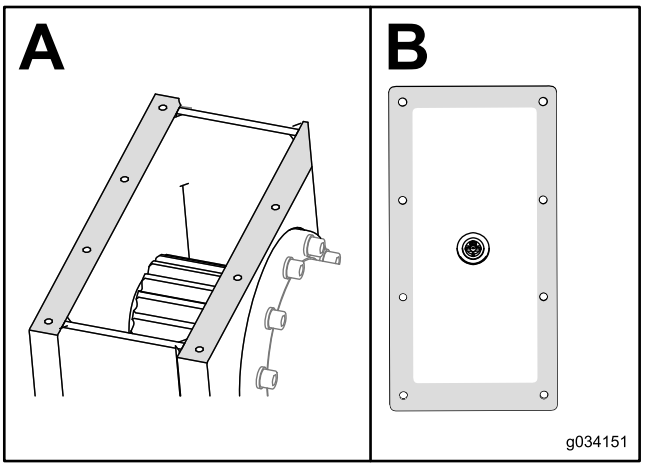

Rysunek 105
9. Usuń środek uszczelniający z korpusu i pokrywy skrzyni biegów (Rysunek 105).
10. Nałóż nowy środek uszczelniający do zastosowań motoryzacyjnych klasy RTV wokół krawędzi pokrywy (ramka B na Rysunek 105).